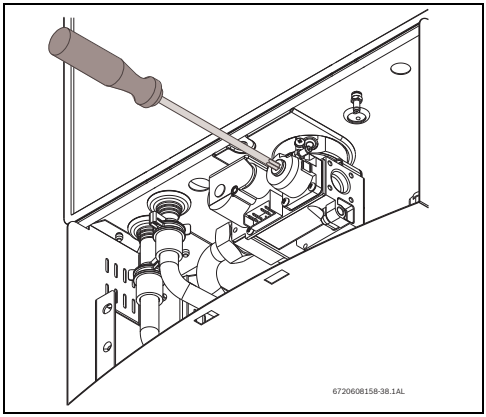

Рис. 45 Регулировка уровня P2 CO_2
- Установите на место защитную утопленную крышку, Рис. 45 .